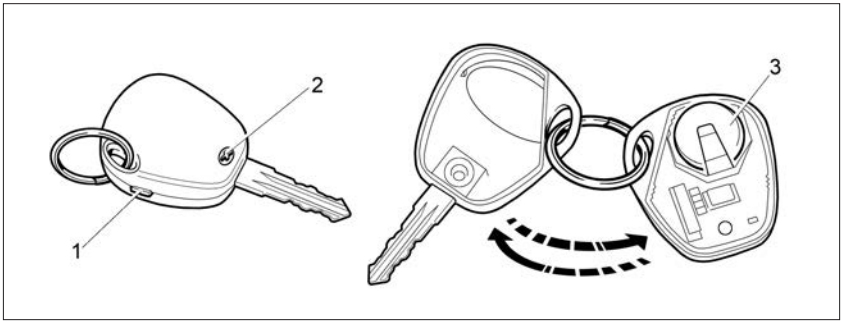

Рис. 85. Замена элемента питания пульта дистанционного управления
– выкрутите винт 2 (рис. 85) со стороны корпуса, противоположной кнопкам управления;
– открыть крышку 2 на пульте 1 (рис. 85а), сдвинув её;
Рис. 85а. Замена элемента питания пульта дистанционного управления